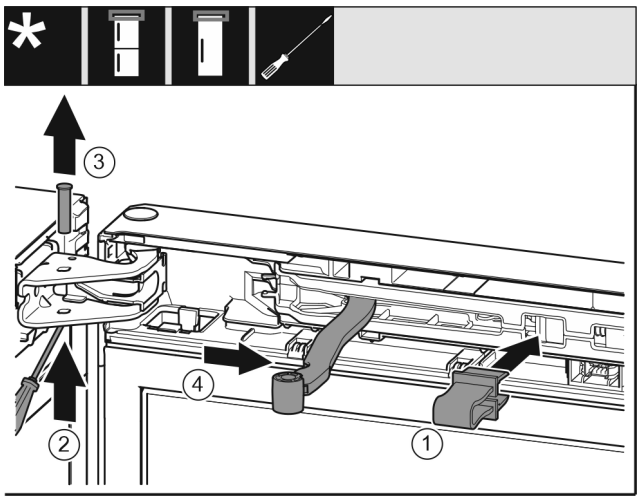

Fig. 10
▶ Sicherung in Öffnung einrasten. *Fig. 10 (1)*
▶ Bolzen mit Schraubendreher herausschieben. *Fig. 10 (2)*
▶ Bolzen nach oben herausnehmen. *Fig. 10 (3)*
▶ Gelenk in Richtung Tür drehen. *Fig. 10 (4)*